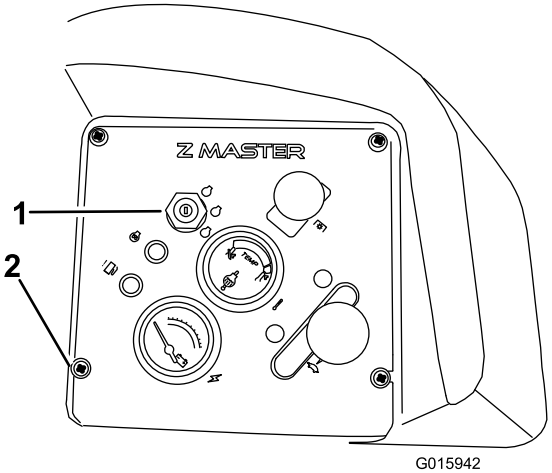

**Figura 13**
7. Retire los 4 tornillos del panel de control (Figura 13).